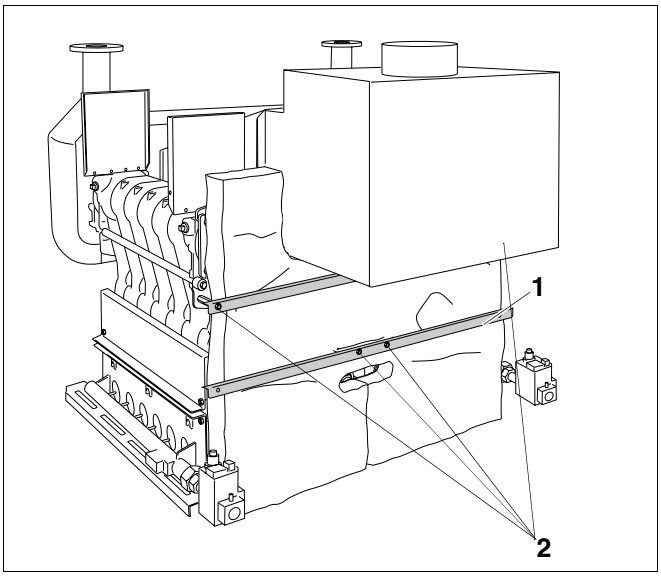
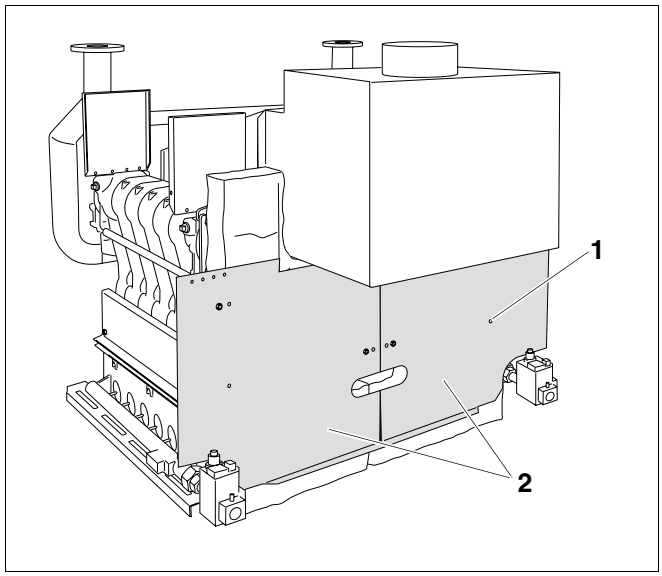

Afb. 47 Rugwandhoeken bevestigen
Afb. 48 Rugwanden monteren
De twee rugwandhoeken (afb. 47, **pos. 1**) bevinden zich in de verpakkingseenheid Pack A.
- Schuif de beide rugwandhoeken (afb. 47, **pos. 1**) met de omgeplooide rand naar boven op de afstandspennen M8 x 75 (afb. 47, **pos. 2**).
- Schroef de moeren M8 met de schijf erop geperst op de afstandspen M8 x 75 (afb. 47, **pos. 2**) en bevestig de rugwandhoek zo.
- Schuif de rugwanden (afb. 48, **pos. 2**) op de afstandspennen M8 x 75 (afb. 47, **pos. 2**, pagina 42).
- Schroef de rugwanden (afb. 48, **pos. 2**) met schroeven met vlakke kop 3,9 x 9,5 (afb. 48, **pos. 1** – 4 stuks per rugwand) op de hoek van de rugwand.